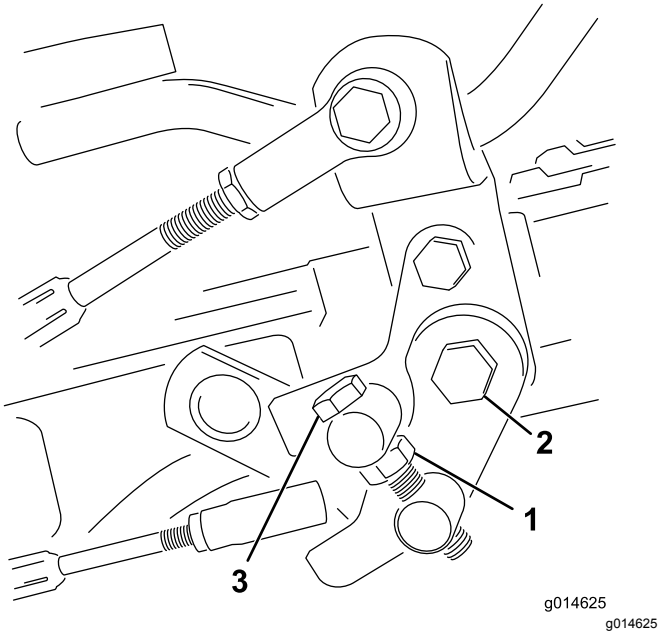

**Figuur 42**
1. Draai de contramoer op de draaitapbout los (Figuur 42).
4. Draai de contramoer op de draaitapbout en de moer op het scharnierpunt van het pedaal vast om de afstelling te vergrendelen (Figuur 42). Controleer de afstelling en stel nogmaals af indien dit nodig is.